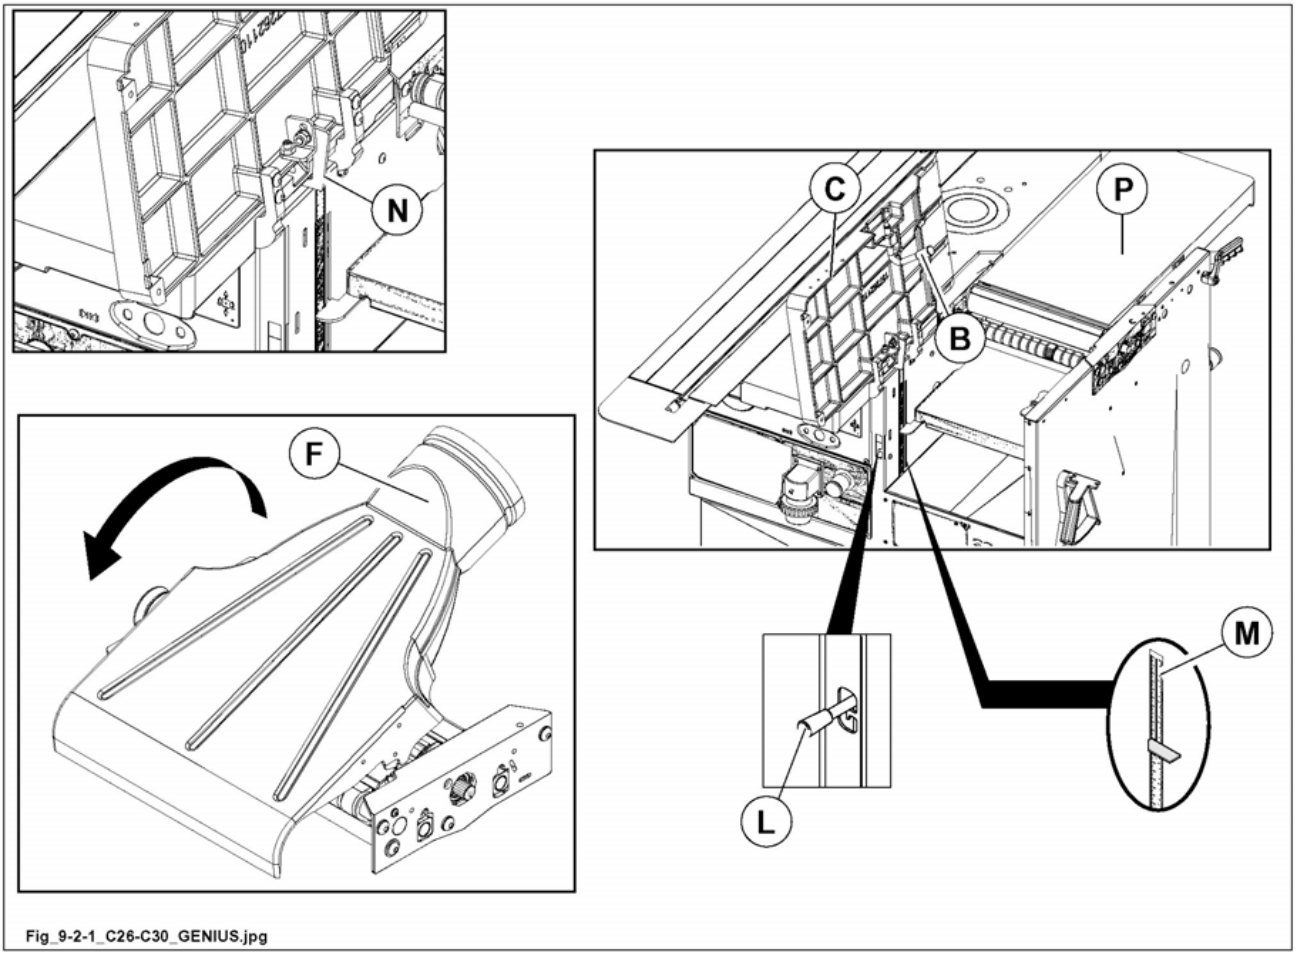

Fig. 9.2-1
before lowering the planing tables, remember to open the chip conveyor guard (F fig. 9.2-1) and lower the thicknessing table to the red notch (M fig. 9.2-1) so as not to damage any element and return the lever (L fig. 9.2-1) to the "0" position (deactivation of the feeding rollers).
3) Disengage the block (N fig. 9.2-1) and close the tables.
4) Lower handle (B fig. 9.2-1) to lock tables.